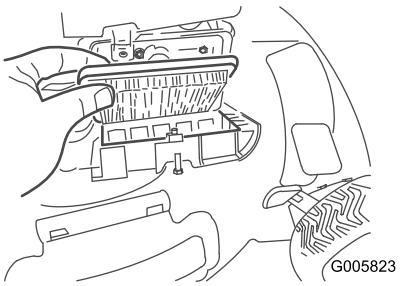

Figur 17
2. Byt ut luftfiltret (Figur 17).